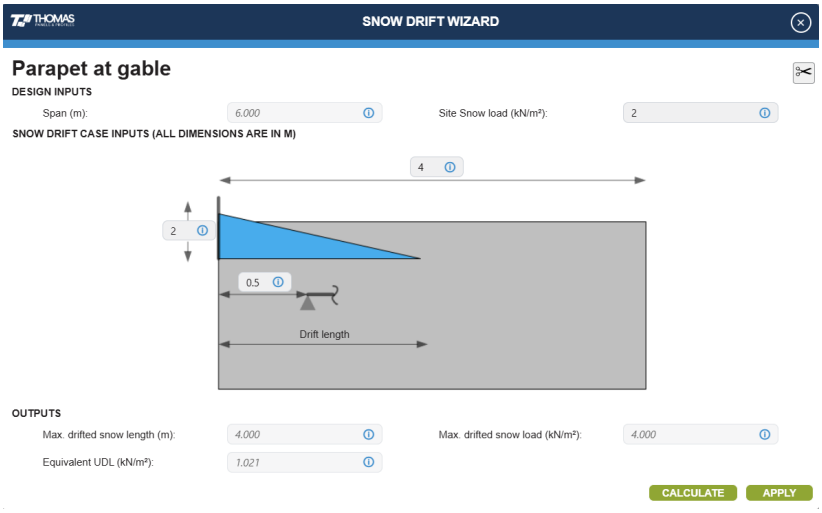

Figure 8.3: SNOW DRIFT WIZARD case - Opened from Purlin set
3. **Provide relevant inputs**: Provide the relevant inputs for the selected scenario/case, as shown in Figure 8.3.